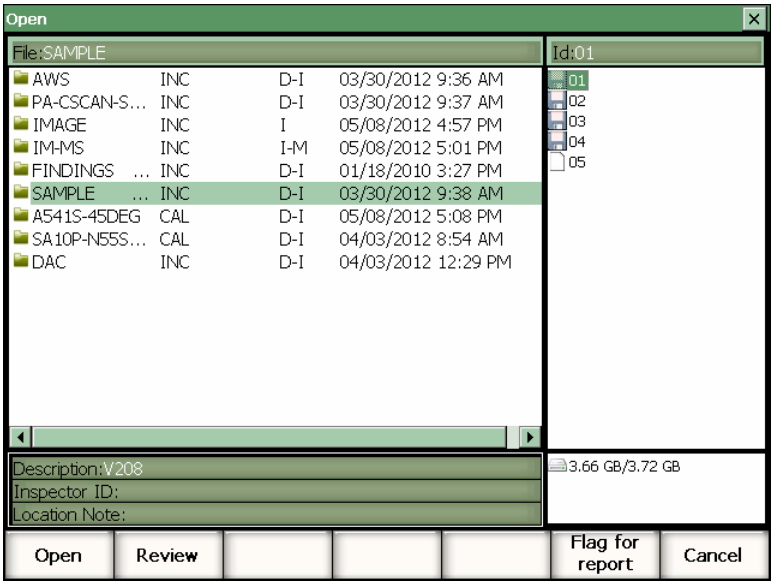

Figure 10-5 Selecting an ID for review
1. Select **Files > Open**, and then choose the specific file that you want to view (see Figure 10-5 on page 203).